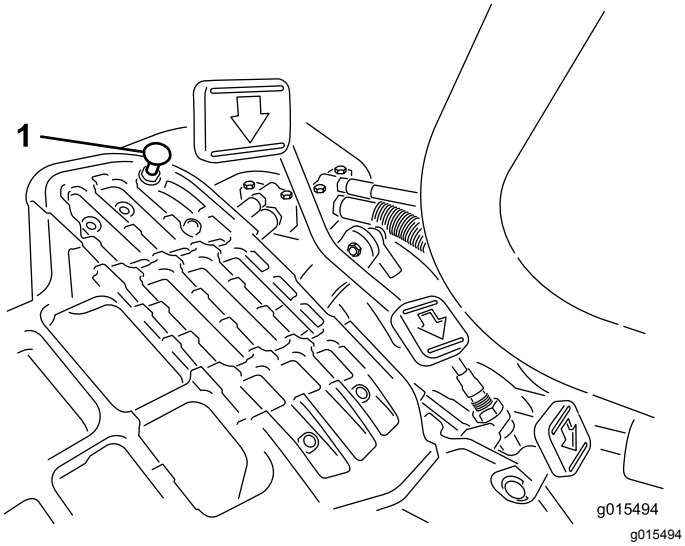

Figur 32
1. Sæt funktionsbevægelseshåndtaget i TRANSPORT-positionen, og løsn den låsemøtrik, der holder pedalstoppet på gulvpladen (Figur 32).